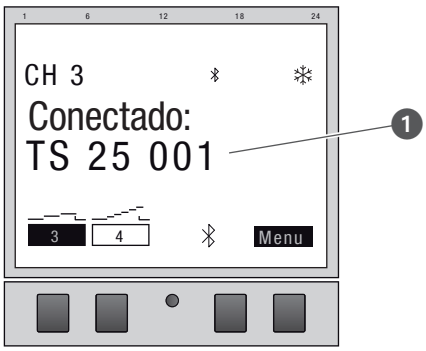

Fig. 24: El módulo de canales adicionales está conectado al interruptor horario de carril DIN
9. Cuando la conexión está activa, el módulo de canales adicionales muestra el nombre del aparato conectado (Fig. 24/❶).